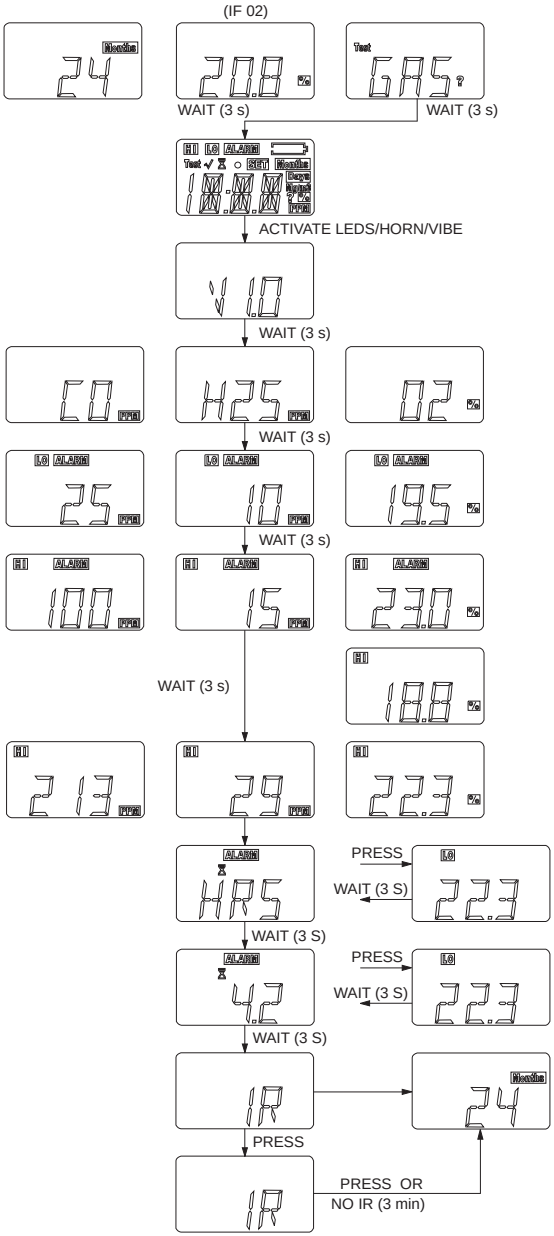

Fig. 5 Oproepen van informatie over instrument
(1) Door op de [TEST]-toets te drukken, kunnen de opgeslagen gegevens van het instrument worden opgeroepen (→ Fig. 5).